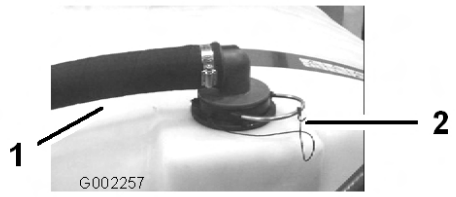

Figur 62
2. Ta bort hållaren från den röda kopplingen på den stora slangen ovanpå tanken (Figur 62).
3. Lossa slangen från tanken (Figur 62).